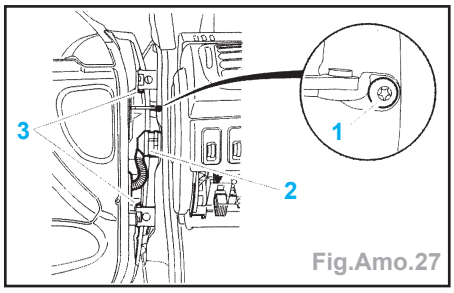

Fig.Amo.27
- Déposer la fixation (1) du tirant de porte (Fig.Amo.27).
- Débrancher le connecteur (2).
- Déposer les axes (3) et sortir la porte.